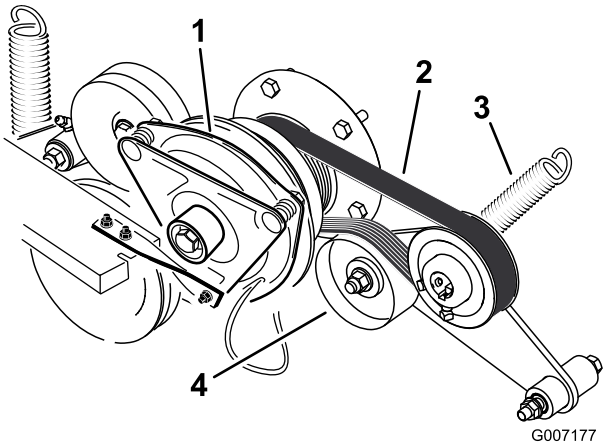

**Figur 71**
3. Fjern fjæren fra lederullarmen (Figur 71).
4. Legg den nye remmen rundt motorremskiven og hydropumpens remskive (Figur 71).
6. Monter fjæren på lederullarmen (Figur 71).